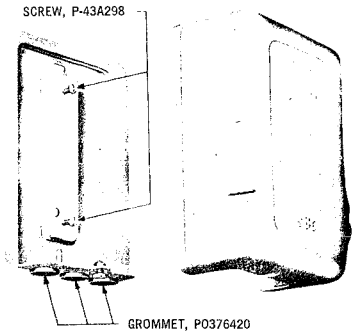

Fig. 7 — 93C Protector Mounting
3.03 *93C Protector Mounting* (Fig. 7) consists of a metal base and removable metal cover. It is intended to house the 98-type protector for outdoor installation and is furnished with two screws for fastening protector to base. When equipped with a 98-type protector it is coded 1093C.